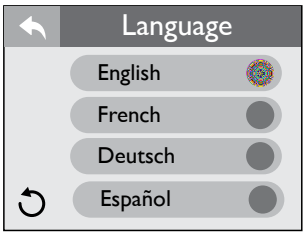

Figure 12.10b
1. There are 4 languages to select from: English, French, Deutsch, and Español. To select a language, tap next to the language you want to display, Figure 12.10b.